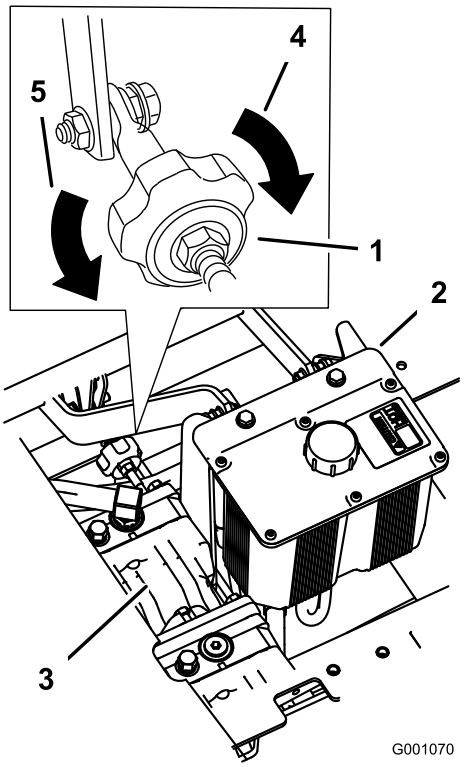

**Figuur 57**
4. Als de machine naar links trekt, draait u de knop naar de rechterkant van de machine. Zie Figuur 57.
5. Als de machine naar rechts trekt, draait u de knop naar de linkerkant van de machine. Zie Figuur 57.